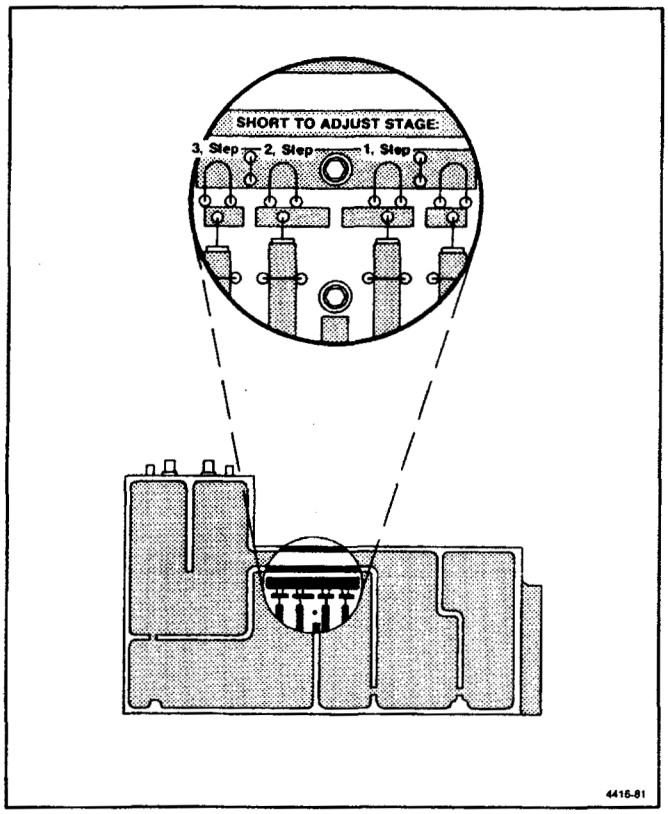

Figure 6-15. 829 MHz Converter filter tune tabs.
f. Adjust the 1/4 wavelength lines in the filter in sequence, starting with the resonator at the 829 1 MHz input (see Figure 6-15). Adjustment is made by shorting the adjacent resonator to ground with a low inductance conductor, such as a broad blade screwdriver, then bend the loop or tab of the respective stub with a nonmetallic tuning tool to change the series capacitance of the resonator.